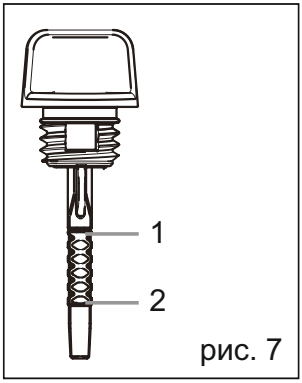

рис. 7
3) вставте щуп у оливний отвір, не загвинчуючи його. Вийміть щуп, щоб перевірити позначку кількості оливи. Якщо позначка оливи покриває менше половини щупа, повільно доливайте оливу, доки позначка не досягне верхньої частини щупа (або коли ви побачите, що олива надходить наполовину до різьблення оливозаливної частини) (рис. 7); витріть будь-які витоки оливи та міцно затягніть щуп. Знову встановіть кришку доступу до оливи.